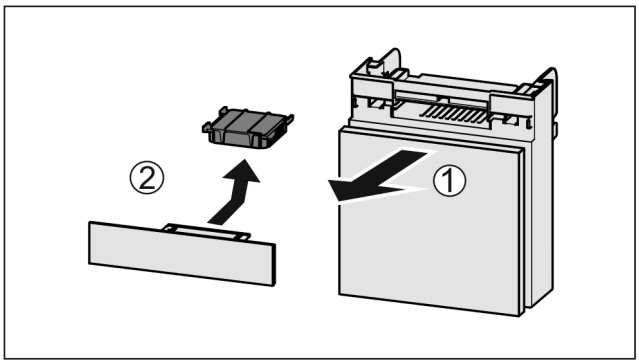

*Fig. 50*
▶ Pull out the compartment *Fig. 50 (1)*.
▶ Remove the carbon filter *Fig. 50 (2)*.